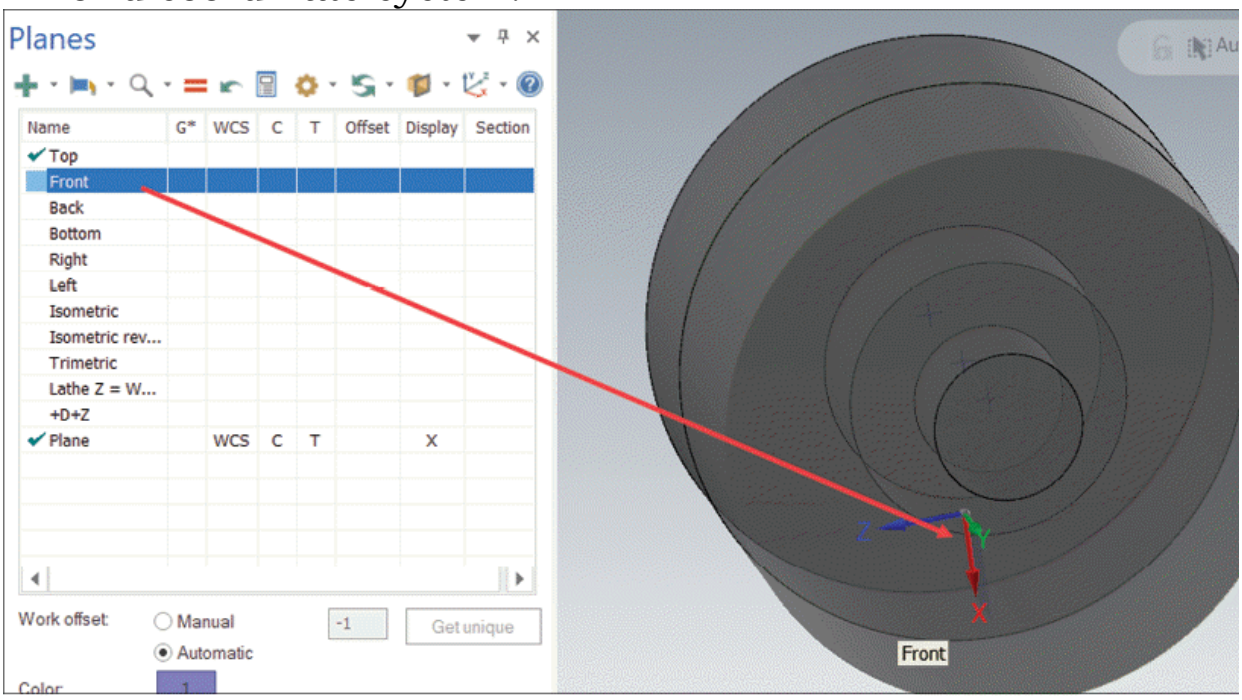

Figure-33. Front plane selected
- Open the **Plane Manager** and select the plane which splits part into two; refer to Figure-33.